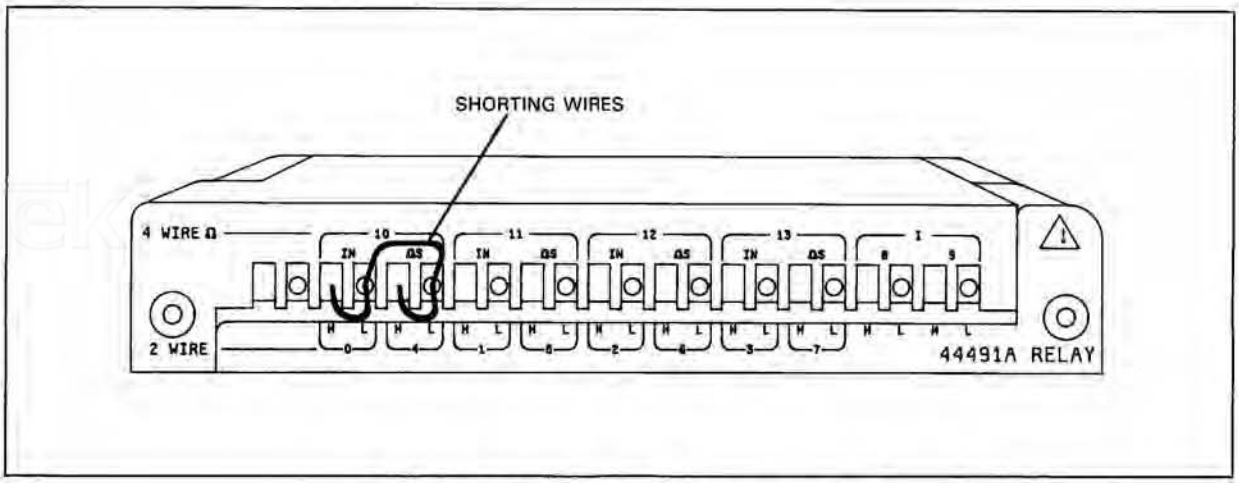

Figure 5-4. 44491A Wiring Block Connections
d. Install copper shorting wires from INput HI to INput LO, from INput HI to Ω Sense HI, and from INput LO to Ω Sense LO on 4-Wire Ω input channel 10. Securely tighten the appropriate retaining screws. (Refer to Figure 5-4 for wire connections).